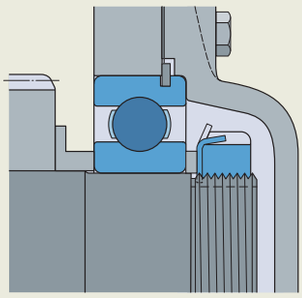

Fig. 12
- tuercas de fijación o aros roscados (**fig. 11** y **fig. 12**)